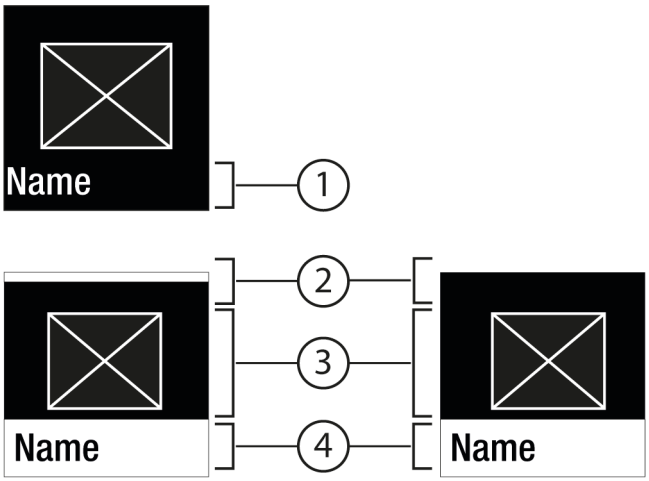

Fig. 7
- С помощью Подтвердить *Fig. 5 (2)* вызвать Подменю *Fig. 7 (4)*.
▷ Состояние: активировано *Fig. 6 (1)* появляется ненадолго в Подменю *Fig. 7 (4)*.